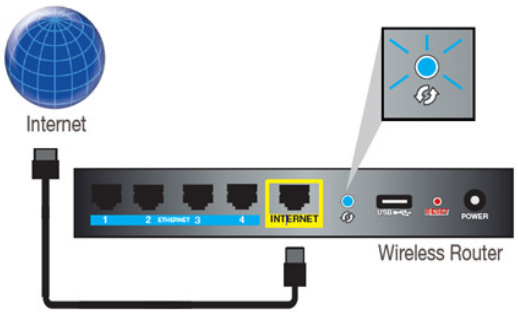

Figure 9 - Press WPS Button on Router
1. On the wireless router, press the WPS (Wi-Fi® Protected Setup) button. See figure 9 (WPS button location may vary).